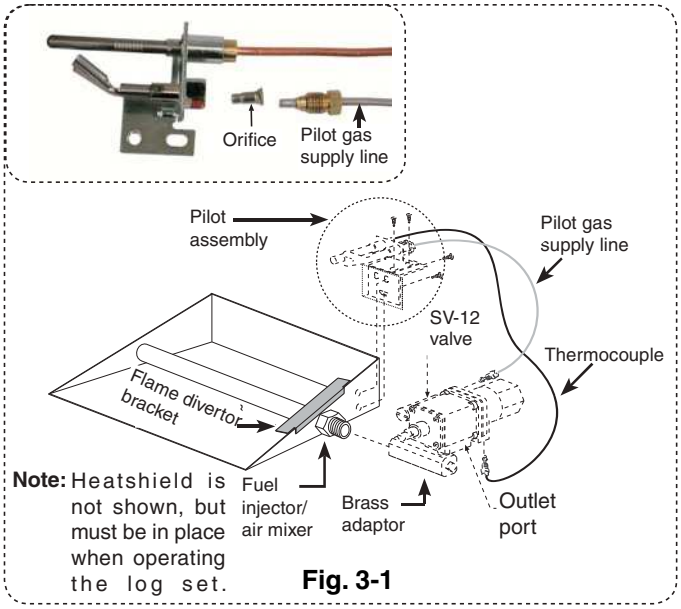

Fig. 3-1
The safety pilot kit is shipped with a natural gas orifice installed unless the safety pilot kit was received in the same box as the propane burner. To change from natural to propane gas, remove the pilot gas supply line at the pilot end. Replace the natural gas orifice with the propane gas orifice contained in the yellow envelope marked "L.P.-GAS", provided in the bag. Reattach the pilot gas supply line to pilot (Fig. 3-1).
B. Screw the brass adapter to the fuel injector or air mixer on the burner (Fig. 3-1).